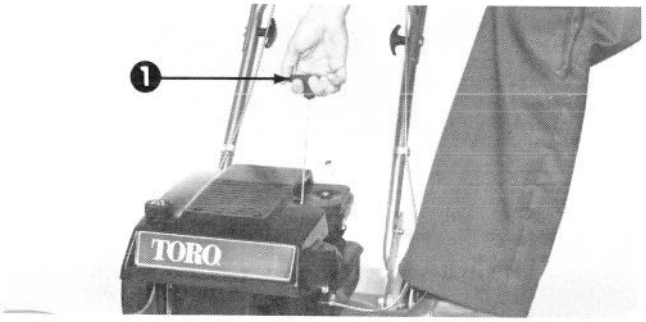

Afbeelding 7
**REPETEERSTARTER** (Afb. 7)—Breng eerst het gasmanet in de START positie en trek dan aan de "Vingertop" Starter om de motor te starten.